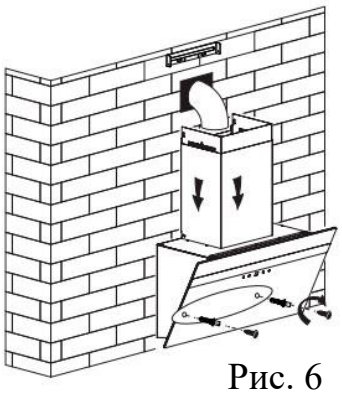

Рис. 6
- Повесьте вытяжку на стену в фиксированном положении, отрегулировав положение вытяжки, закрепите вытяжку с помощью предохранительных винтов. Установите короб на корпус, одновременно вытяните расширительную трубу наружу. Смотрите рис. 6.